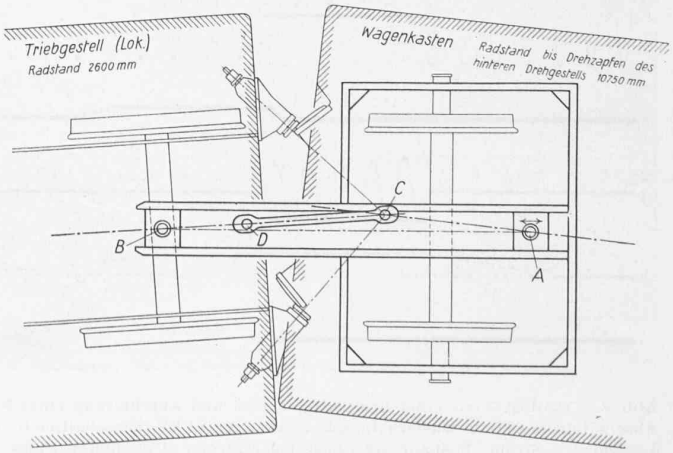
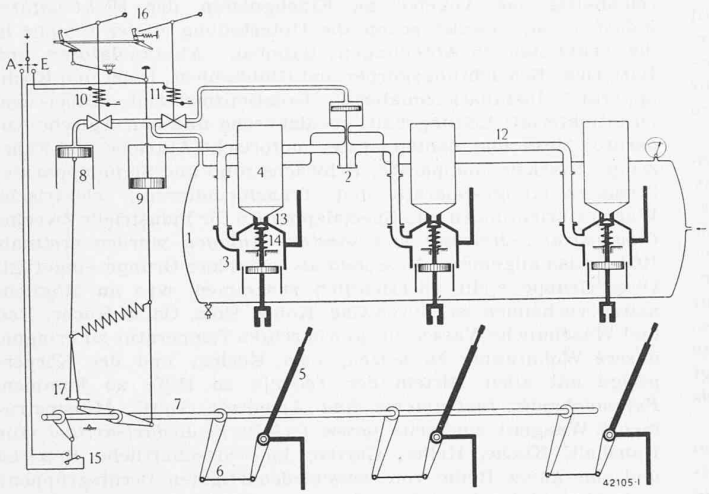

Abb. 3. Lenkgestell Bauart Liechty am B. L. S.-Motorwagen Nr. 785 (schematisiert, in der Schiefstellung der Fahrzeugaxen übertrieben).
Abb. 1. Schema des Brown Boveri-Druckluft-Schnellschalters.
Achssteuerung den Spurkranzberührungspunkt in die Meridianebene des Rades zurückzulegen und damit die Längsgleitwege herabzusetzen und das Quergleiten zu unterdrücken. Auf Grund der aus den Versuchen erhaltenen Winkel zwischen Rad und Schiene sowie Lokomotive und Wagenteil konnte ein Lenkgestell Bauart Liechty entworfen werden. Aus Abb. 3 ist das eingebaute Lenkgestell, das in A durch einen Drehzapfen mit dem Wagenteil, in B durch einen im Lenkgestell in Längsrichtung verschiebbaren Steuerzapfen mit der Lokomotive verbunden ist, erkenntlich. In C liegt der beibehaltene Gelenkpunkt der ursprünglichen Kurzkupplung CD. Die Achssteuerung erfolgt in Abhängigkeit des sich beim Bogenlauf ergebenden Winkels zwischen Lokomotivtriebgestell und Wagenteil, der dem Kurvenradius verhältnisgleich ist. Da die Radstände der beiden Fahrzeugteile sehr gross sind, wird eine genaue Achseinstellung in Kurven und in Geraden gewährleistet.
| Abb. 1 | 1017 mm | 1020 mm | 1013,9 mm | 1010,8 mm |
| Abb. 1 | 1040 mm | 10,65 mm |
**Druckluft-Schnellschalter BBC.** In neuerer Zeit werden zur Löschung von beim Abschalten elektrischer Leistung entstehenden Lichtbögen neben Oel andere Medien verwendet, so Druckluft in dem in Abb. 1 und 2 dargestellten[1]), von Brown, Boveri & Cie., Baden, konstruierten Schnellschalter. Sie ist in dem mit einer Druckleitung verbundenen Behälter 1 auf 8 bis 13 atü «sprungbereit» gesammelt. Der Abschaltvorgang geschieht auf Befehl des elektropneumatischen Ventils 11, welches der Druckluft den Weg zum Kolben des Blasventils 2 öffnet. Sie stösst es auf, und die Behälter-Druckluft entweicht in die Schaltkammer 3. Auf den Kolben des beweglichen Löschkontakts 14 prallend, trennt sie ihn gegen den Druck seiner Feder von dem festen Kontakt 13, presst den entstehenden Lichtbogen durch die kaum entblösste düsenförmige Oeffnung des festen Kontakts und erstickt ihn in kürzester Zeit. Inzwischen hat die Behälter-Druckluft auch den Kolben des Ausschaltzylinders 9 beaufschlagt, und die stromlos gewordenen Trennkontakte 5 springen auf. Nach vollzogener Ausschaltung macht der Unterbrechungskontakt 15 die Stellung des Ausschaltventils 11 rückgängig; das Blasventil und die Löschkontakte schliessen sich wieder; der auf etwa halben Druck entspannte Behälter füllt sich von neuem auf Betriebsdruck auf. Das Einschalten der Trennkontakte geschieht auf Kommando des Steuerventils 10 durch Beaufschlagung des Einschaltkolbens 8. Neben seiner Hauptfunktion, die entstehenden heissen Gase abzukühlen und damit unschädlich zu machen, wirkt der Auspuffkühler 4 auch als Schalldämpfer. Die erstaunliche Schnelligkeit, mit der sich die Schaltvorgänge vollziehen, geht aus den Oszillogrammen Abb. 3 hervor. Die beiden vertikalen Striche bezeichnen die Zeit, die zwischen dem Oeffnen des Blasventils und dem Abreissen des letzten Lichtbogens (kurz vor Erreichen des Druckmaximums in der Löschkammer) verstreicht. Sie beträgt etwa $1{,}5 \times 10^{-2}$ sec! Abb. 4 veranschaulicht den geringen Platzbedarf des Druckluftschalters und seinen bequemen, übersichtlichen Einbau.
Abb. 3. Oszillogramme einer dreiphasigen Ein- und Abschaltung eines 50 kV-Druckluft-Schnellschalters bei 50 Hz. Spannung vor Kurzschluss 56 kV, Abschaltstrom 6600 A, wiederkehrende Spannung 48,1 kV, Einschaltleistung 745 MVA, Abschaltleistung 550 MVA.